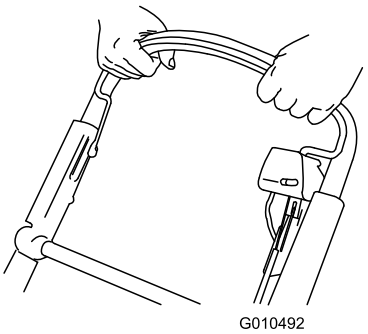

Figuur 23
2. Houd de bedieningsstang van het maaimes tegen de handgreep (Figuur 23).